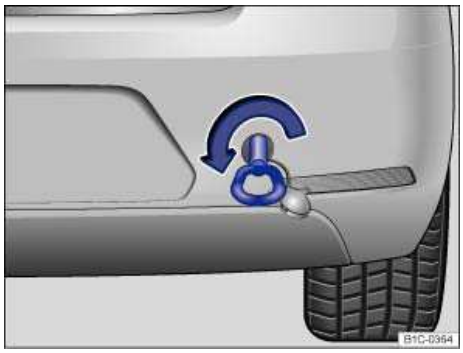

Fig. 183 In the right rear bumper: Installing the towing eye.
There is a threaded hole for the towing eye in the right rear bumper ⇒ fig. 183.
- Screw the towing eye **counterclockwise** into the threaded hole as far as it will go (arrow) ⇒ fig. 183 ⇒ ⓘ. Use the lug wrench to turn and tighten the towing eye completely and securely.